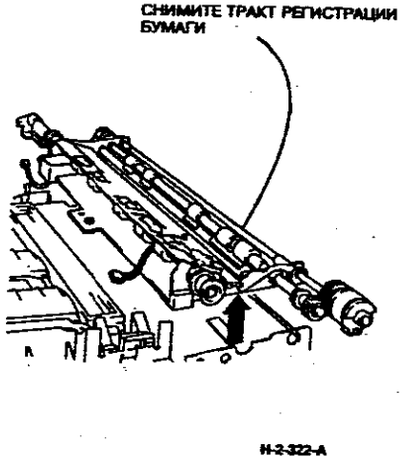

**Рисунок 3. Снятие тракта регистрации бумаги**
11.(Рисунок 3) Снимите узел тракта регистрации бумаги.